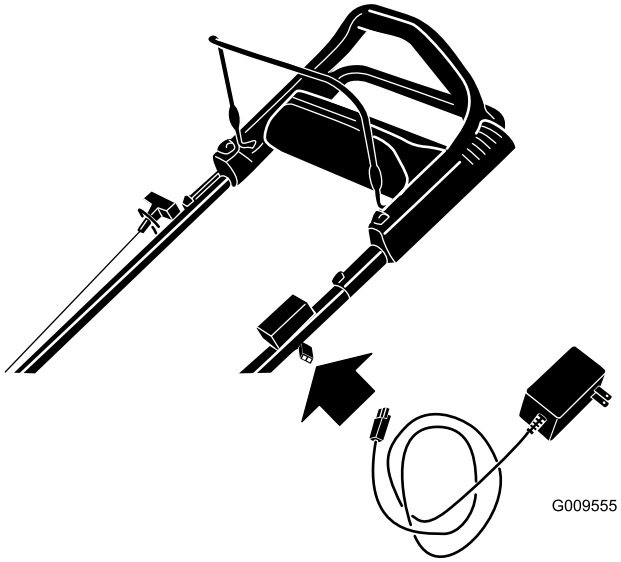

Figur 37
1. Koble laderen til maskinens ledningsfastspenner som sitter under tenningsnøkkelen (Figur 37).